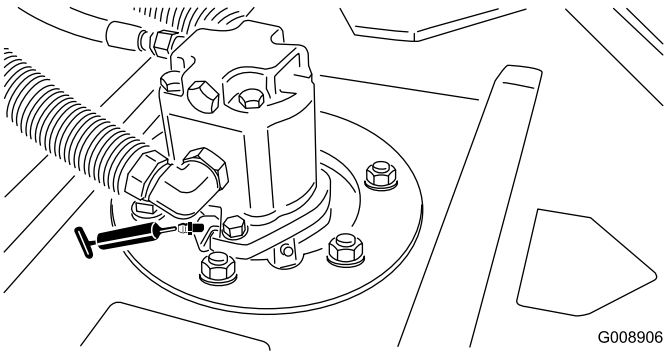

Figur 43
- Klippenhetens spindelaxellager (1 per klippenhet) (Figur 43)